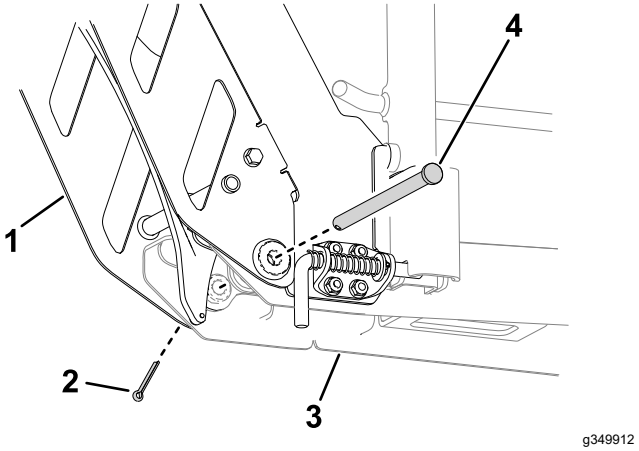

**Figuur 16**
10. Gebruik een draaipen en borgpen om de oprijplaat met de rail te verbinden (Figuur 16).